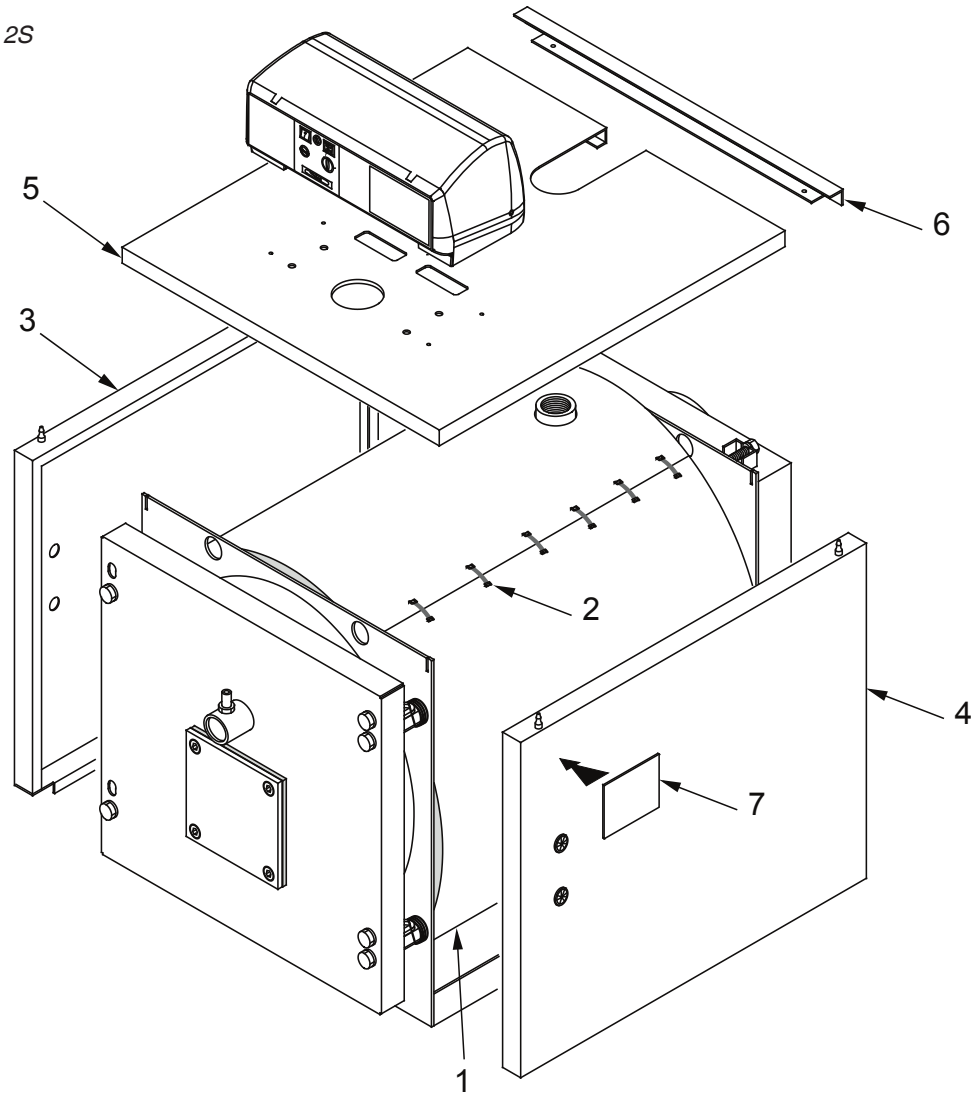

*рис. 27*
**Прим.** Для моделей от **TST 80 2S** и до **TST 250 2S** (п. рис. 27 и 28) и включая от **TST 300 2S** и **TST 450 2S** (п. рис. 29 и 30), кожух и изоляция находятся в одной маркированной упаковке:
**Последовательность сборки (по. рис. 27 и 28)**